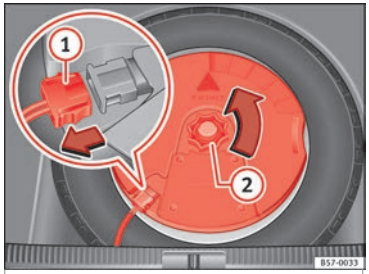

Fig. 231 In the luggage compartment: remove the subwoofer.
- Disconnect the *subwoofer* ››› Fig. 231 ① speaker cable.
- Turn the securing wheel in an anti-clockwise direction ››› Fig. 231 ②.